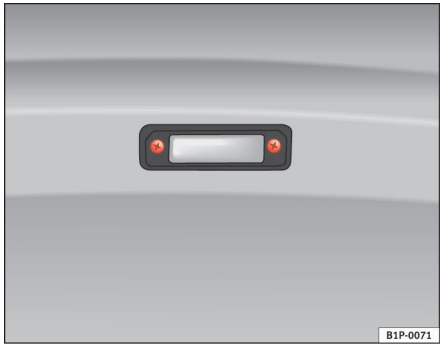

Fig. 172 Nummerpladelys
– Skru skruerne ud for at kunne tage lampens glas af ⇒ fig. 172.